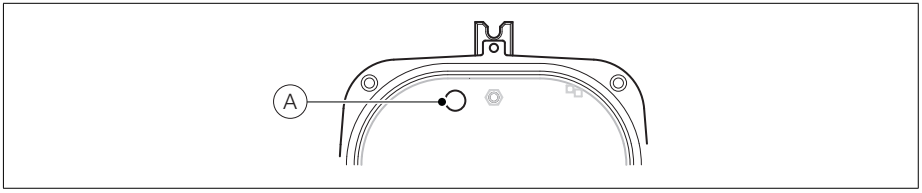

Afb. 4.10 Externe omvormer – interne zekering vervangen
3. Raadpleeg afb. 4.10 en verwijder de insteekzekering (A) uit de zekeringhouder.